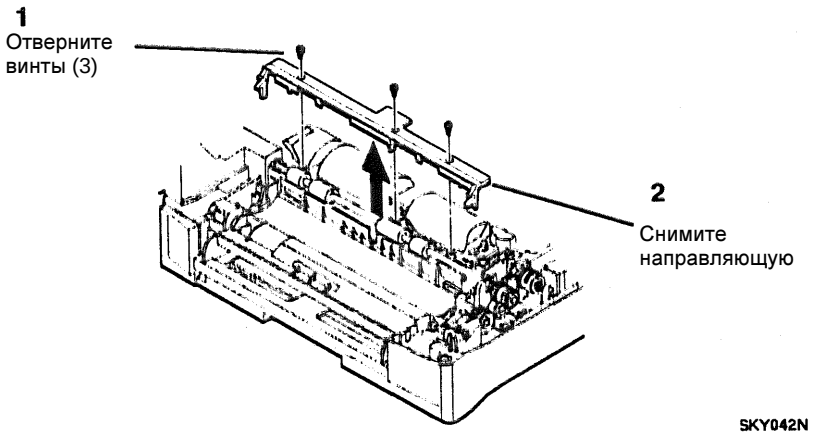

Рисунок 1. Снятие верхней передней направляющей бумаги
2. (Рисунок 1): Снимите верхнюю переднюю направляющую бумаги